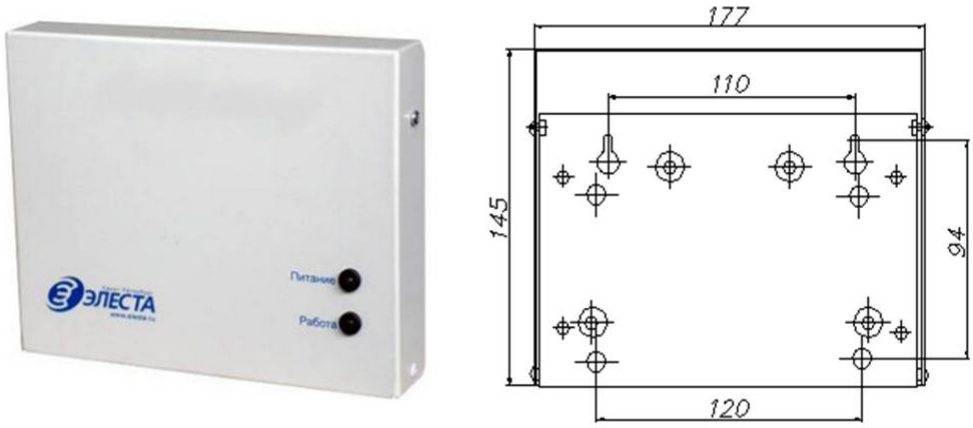

Рисунок 2. Установочные размеры.
Для обеспечения монтажа на основании конвертора предусмотрены крепёжные отверстия и проёмы для ввода проводов внешних подключений (см. рис. 2).
2) Завернуть в стену два шурупа по установочным размерам (рис. 2).